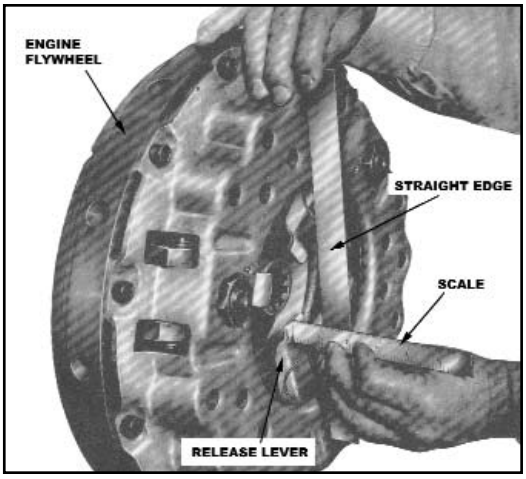

Figure 11. Checking “A” Dimension
1. Dimension “A” is the distance from the top of the clutch flywheel ring cover to the ends of release levers (Figure 11).
3. A straight edge and scale can be used to check the “A” Dimension as shown in Figure 11.
NOTE: If release levers are not in plane, it is an indication that the cover is not properly seated in the flywheel. Check “A” Dimension (Figure 11) and see chart on Page 7.